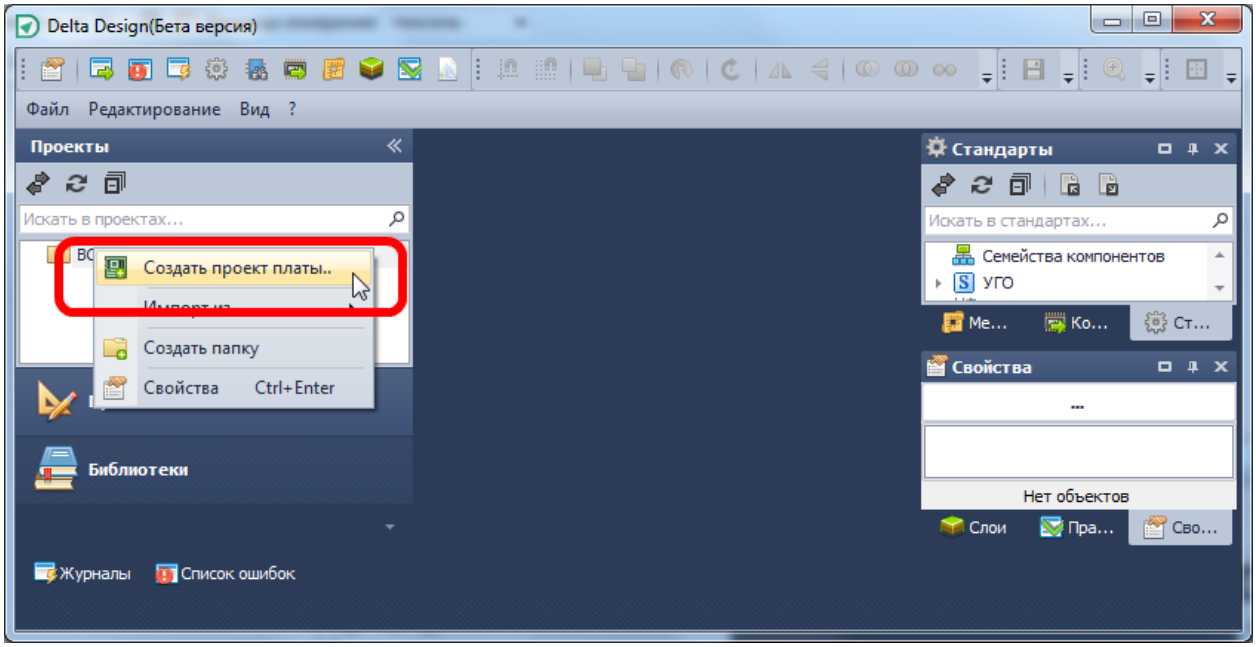

Рис. 320. Создание нового проекта
2. Вызовите контекстное меню на узле «Все проекты» и выберите пункт «Создать проект платы…», см. Рис. 320.